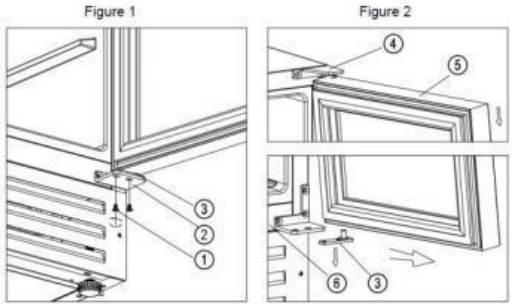

Figur 1–2
2. (Figur 1) Skru de to skruer (1) ud af det nederste højre hængsel (2).